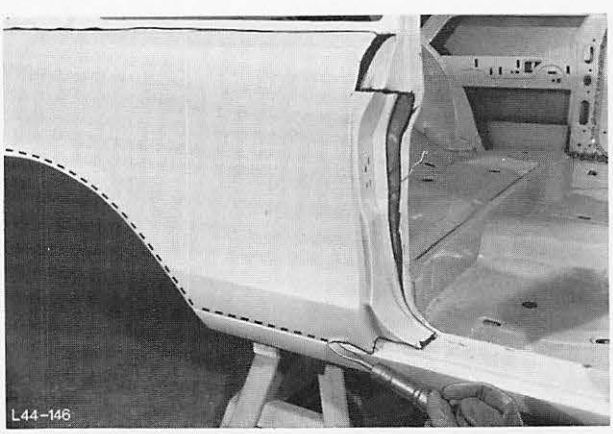

Abb. 158 Seitenwand im Türschwellerbereich trennen
12. Seitenwand an B-Säule, Türschweller und Bodenverlängerung trennen, Abb. 158.